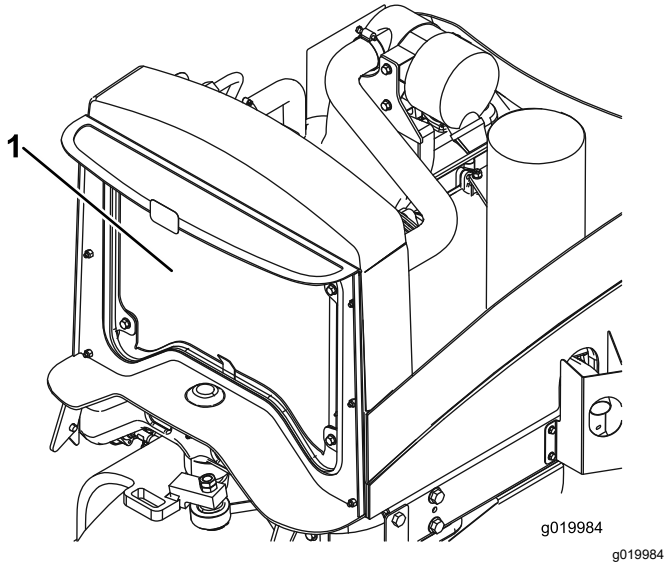

Figur 61
4. Rengjør begge sidene av radiatoren grundig med trykkluft (Figur 61).